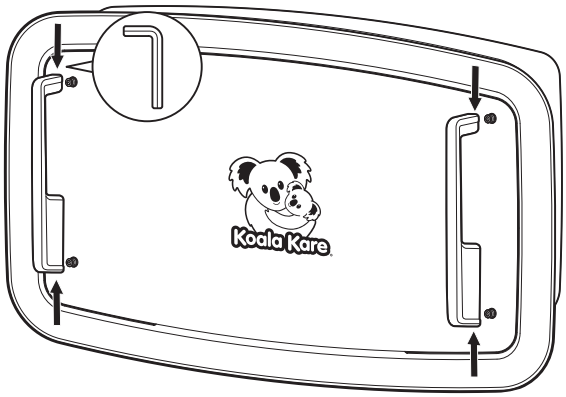

Abb. 4
- Ziehen Sie die Gewindestifte in den Griffen mit dem mitgelieferten Innensechskantschlüssel an, um den Griff an den Befestigungsschrauben zu fixieren. **Abb. 4**